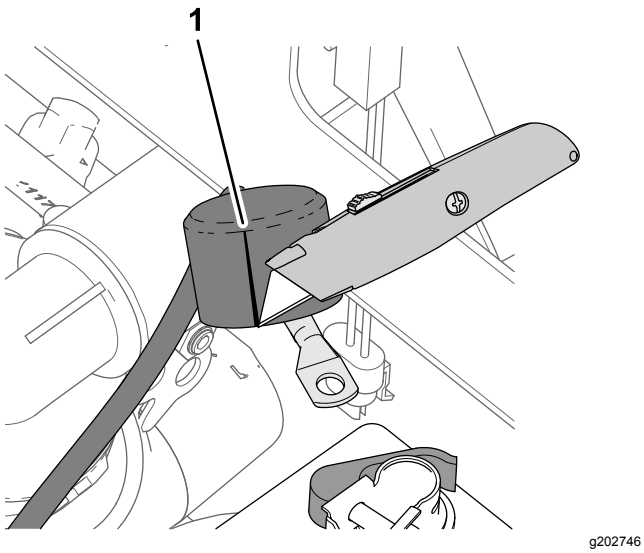

Figuur 210
1. Snij in het isolatorkapje van de pluskabel naar de startinrichting; zie Figuur 210.